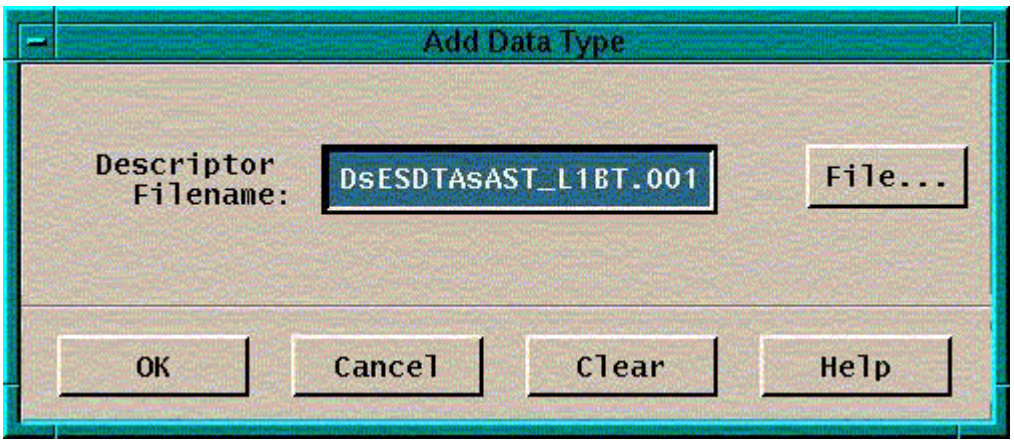

Figure 25. Science Data Server - Add Data Type Dialog
- **Add** opens the Data Type Dialog (see Figure 25) which is used to add a new ESDT to the existing installed list of data types based upon input information. The SDSRV GUI has the capability to install multiple ESDTs. Click on the **File…** button to display a list of descriptor filenames to choose from instead of typing them in. Multiple descriptor files can be selected. Click the **OK** button to add the data type. If no error messages appear, then the operation has been successfully completed. Click the **Cancel** button to close the dialog without performing an operation. Click the **Clear** button to start all over again the process of filling in new information. Click the **Help** button to display on-line help information.